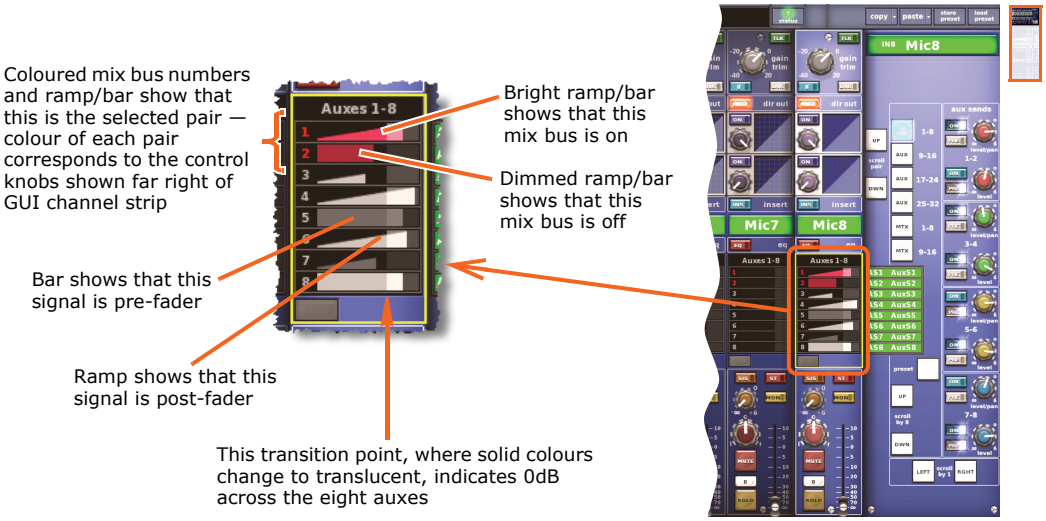

Figure 23: Typical mix section in a GUI input fast strip
Similarly to the inputs, outputs and groups, identification of mixes is by colour coding. The **mix** control knobs in the **mixes** section (input fast strips) and the **matrix** section (mix bay channel strip) change colour to match the currently selected mix pair. Similarly, on the GUI, the bank of mix buses in each input fast strip (see Figure 23 below) are colour matched, but also show mix bus status information.
- **a** Press **PRE** to select pre-fader (on) or post-fader (off). Button status is only available on the GUI (see Figure 23 on page 96).